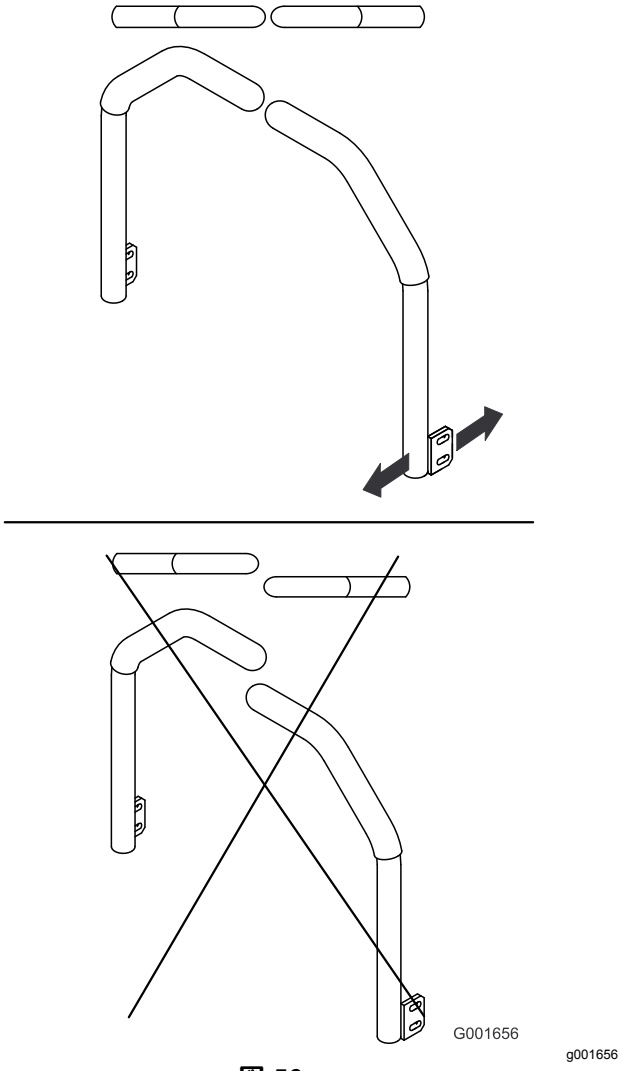

**図 56**
5. この状態で、左右のコントロールレバーが整列するように調整し、ボルトを締めて、各レバーをポストに固定する図 56。